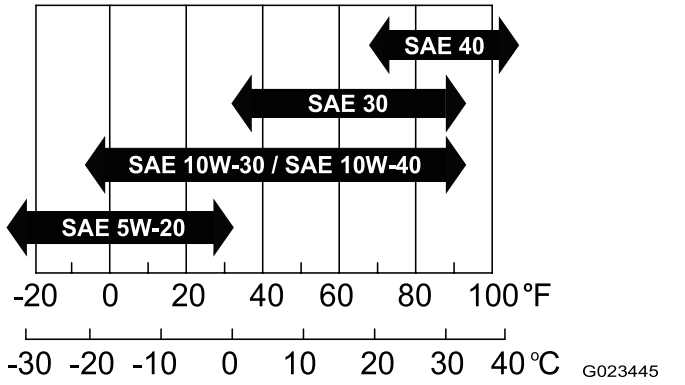

Figure 40
- **Viscosity:** SAE 30; refer to the following chart for other viscosities (Figure 40):